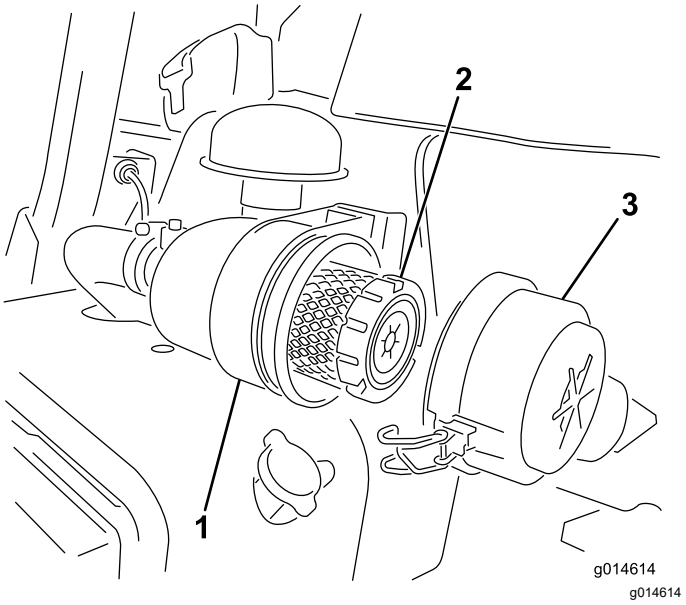

**Figur 29**
1. Åbn låsene, der fastgør luftfilterdækslet til luftfilterhuset (Figur 29).
7. Fastgør låsene (Figur 29).